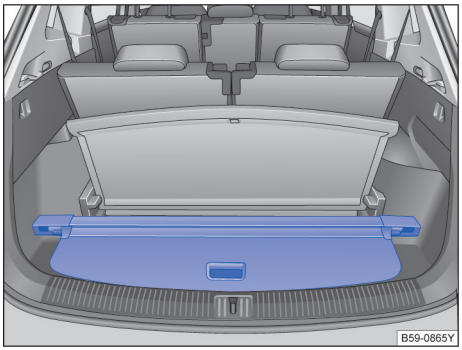

图 195 行李厢地板下方：存放行李厢盖板
– 将拆卸下来的行李厢盖板放置在侧边托架的前部凹槽上→ 图 195。